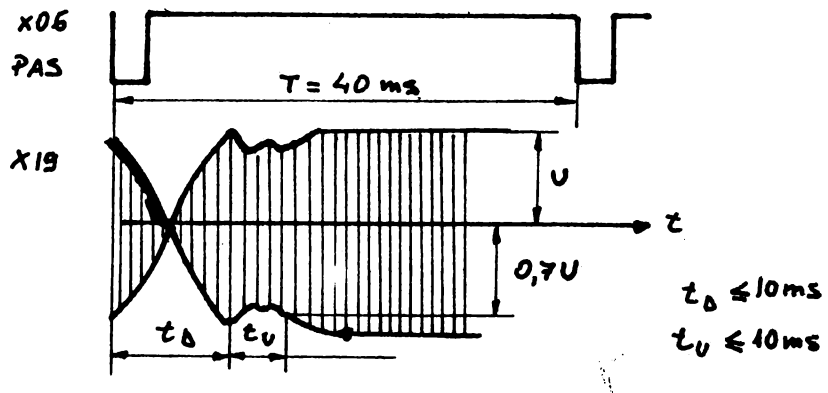

Fig.11. Reglaj timp poziţionare.
- se verifică timpul de acces să fie mai mic de 10 ms şi timpul de stabilizare a capului să fie mai mic de 10 ms (vezi fig.11).